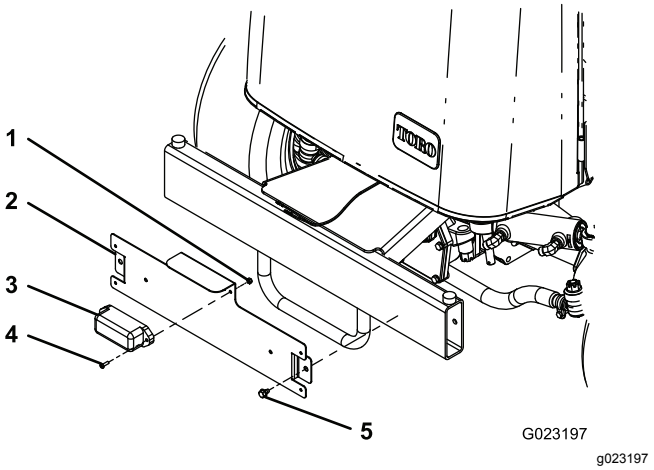

Figur 21
1. Fastgør nummerpladelygten til nummerpladebeslaget med 2 skruer (nr. 10 x 5/8 tomme) og 2 låsemøtrikker (Figur 21).
2. Monter nummerpladebeslaget på den bageste kofanger med 2 selvskærende skruer (5/16 x 1/2 tomme), som vist i Figur 21.
Bemærk: Placer nummerpladebeslaget som vist i Figur 21.